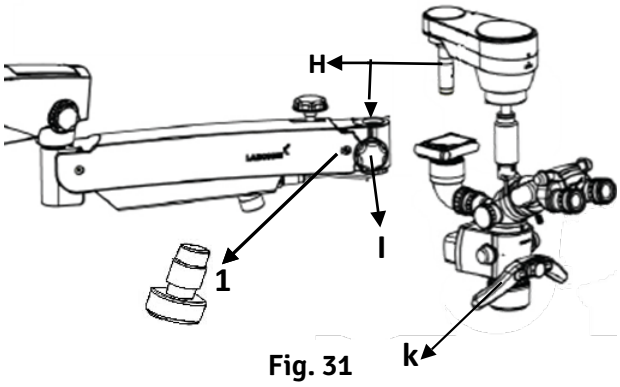

Fig. 31
8. **Open another box and take out the ABA carrier assembly. Refer Fig. 31**
- **a. Insert the Auto Balancing Arm (ABA) shaft (H) into the suspension arm.**
- **b. Lock the auto Balancing Arm (ABA) with the threaded Knob (I).**
- **c. Make sure the safety screw (1) is installed and tightened.**
- **d. Ensure magnichanger handles (K) have silicone covers.**